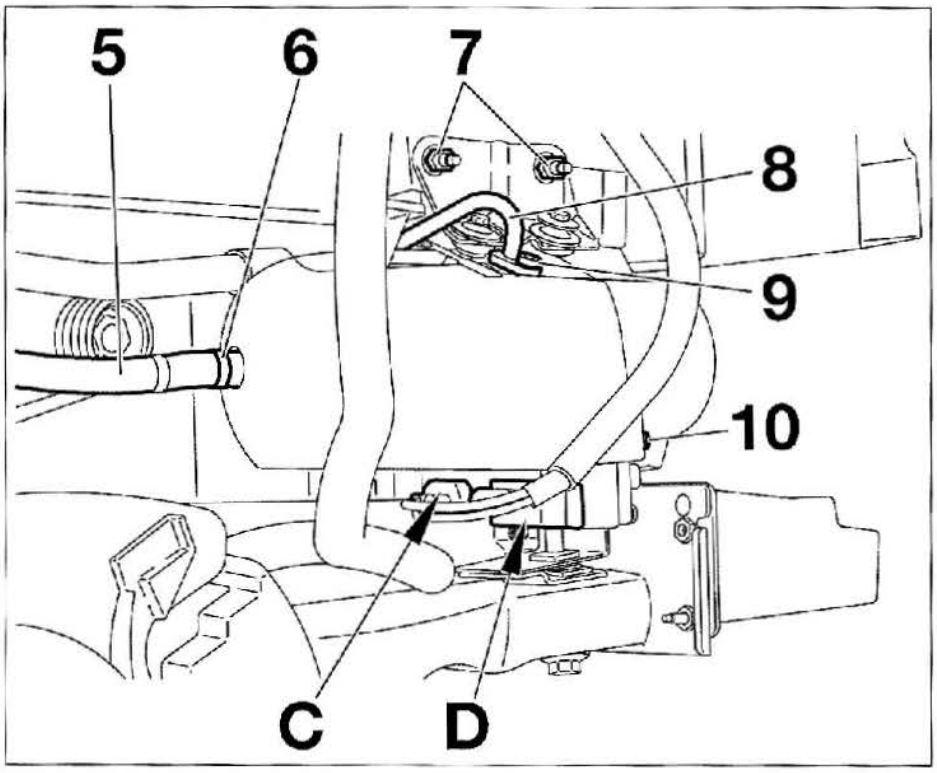

FIG. 16
- la tuerca (3)
- el depósito de líquido de lavaparabrisas (1)
- la abrazadera (6) **(fig. 16)**
- el tornillo (9)
• Separar las tuberías (5) y (8).